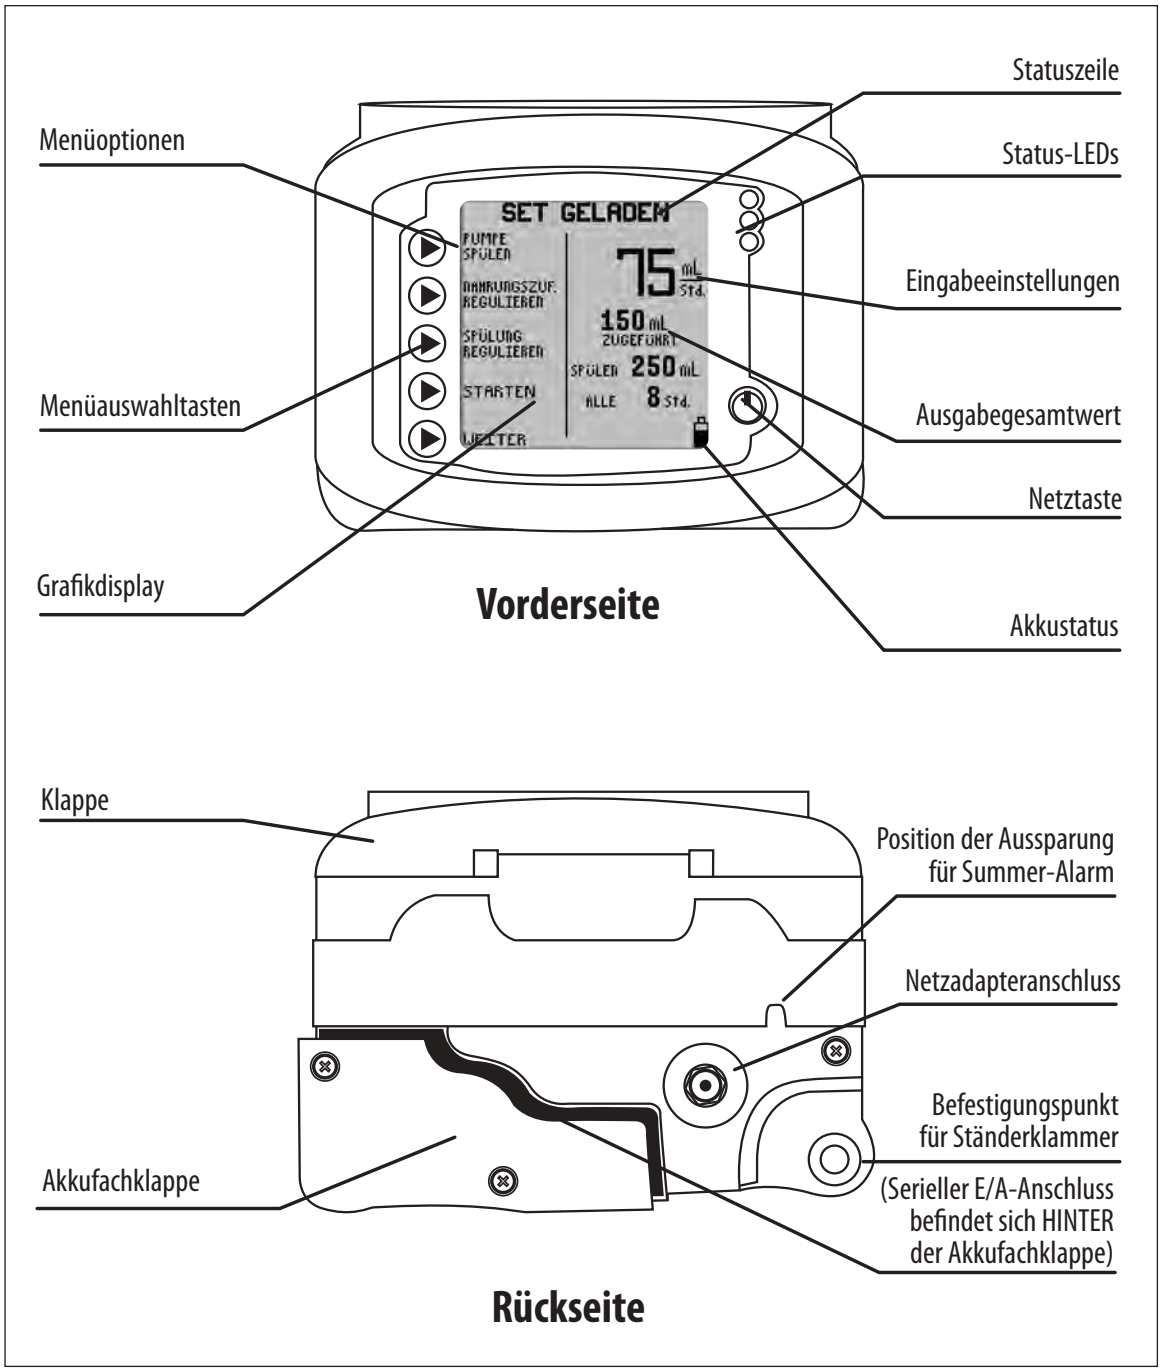

Abbildung 1A: Funktionen, Vorder- und Rückansicht der Kangaroo™ Joey-Pumpe für die enterale Ernährung
13. **Warnung:** Der serielle E/A-Anschluss (siehe Abbildung 1A) ist ausschließlich zur Nutzung durch den Hersteller oder einem geschulten Service-Techniker vorgesehen.